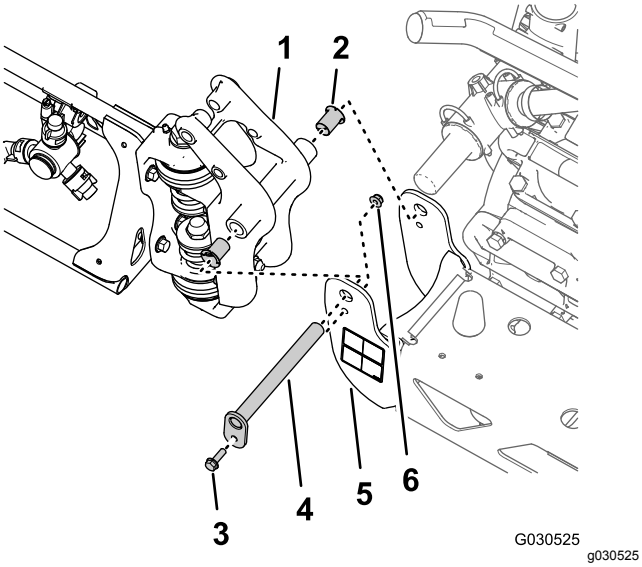

Rysunek 42
1. Odkręć śrubę kołnierzową (5/16 x 1 cal) oraz nakrętkę kołnierzową zabezpieczającą (5/16 cala) mocujące sworzeń osi obrotu do wspornika obrotowego (Rysunek 42).
2. Wyjmij sworzeń osi obrotu ze wspornika obrotowego środkowej sekcji zraszania i mocowania osi obrotu na zewnętrznej sekcji zraszania (Rysunek 42).
3. Odłącz zewnętrzną sekcję zraszania ze środkowej sekcji zraszania i wyjmij zewnętrzną sekcję zraszania z maszyny (Rysunek 42).
4. Wyjmij 2 poliamidowe tuleje kołnierzowe z mocowania osi obrotu na zewnętrznej sekcji zraszania (Rysunek 42).